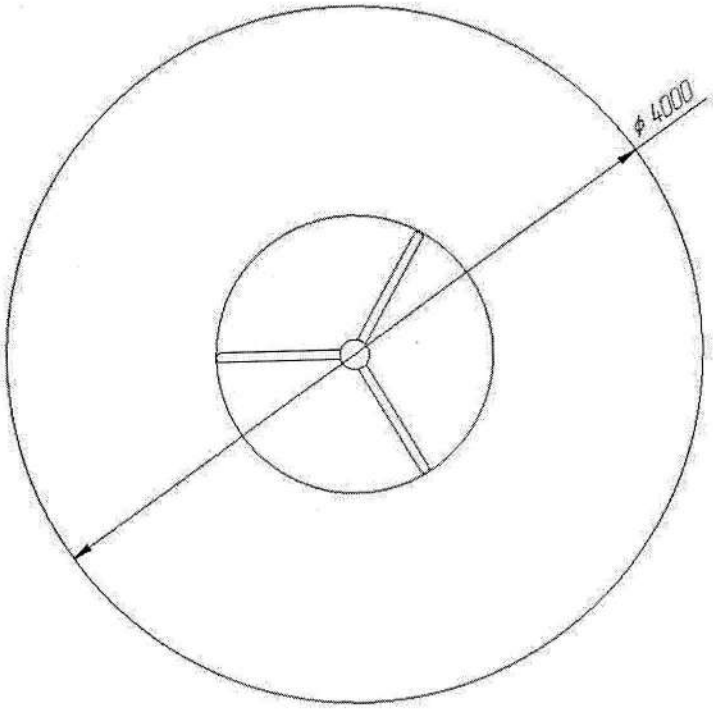

Рис.3 Зона приземления
12.3 Под изделием игровой площадки с высотой свободного падения более 600 мм должно быть ударопоглощающее покрытие по всей области приземления. При высоте свободного падения менее 600 мм в отдельных местах устраивают ударопоглощающее покрытие. Зона приземления показана на рис. 3.